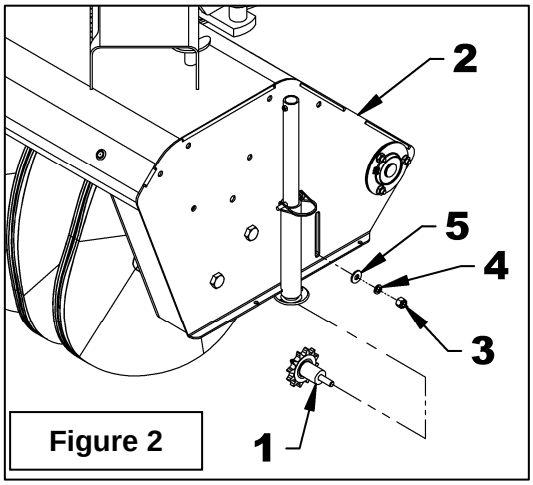

Figure 2
2. **Figure 2:** Démonter le tendeur de chaîne (item 1) du bâti du balai (item 2) en retirant l'écrou hex. à bague de nylon 3/8"NC (item 3), la rondelle de blocage 3/8" (item 4) et la rondelle plates 3/8" (item 5).
11. **Figure 2** Réinstaller le tendeur de chaîne (item 1) au bâti du balai (item 2) à l'aide de l'écrou hex. à bague de nylon 3/8"NC (item 3) de la rondelle de blocage 3/8" (item 4) et la rondelle plate 3/8" (item 5). Pour l'ajustement de la chaîne, voir le manuel du balai.